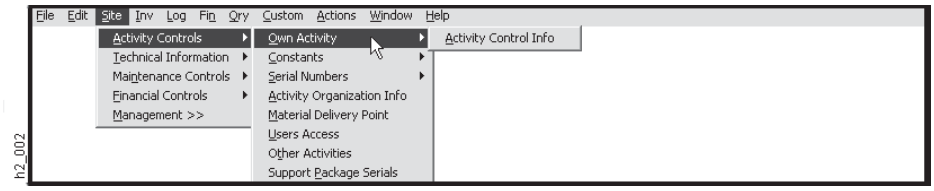

Figure 2-7
(2) Step 2. On the Activity Controls Submenu above (Figure 2-7), select the Own Activity Option.